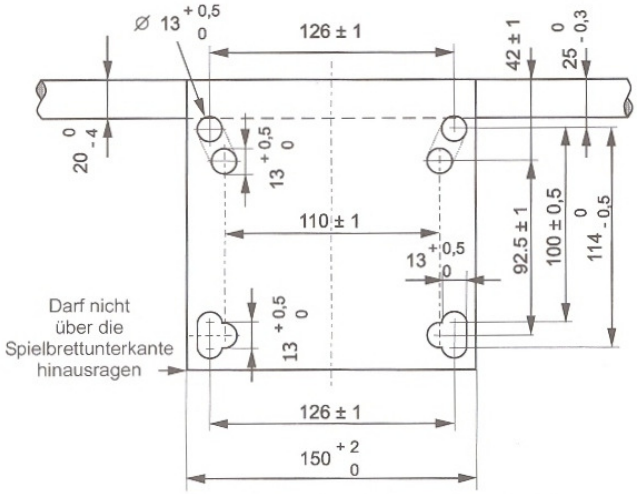

Bild 6 Montageplatte des Rings, Maße für bereits vorhandene Körbe
3.6 Für Strukturen, welche bereits existierende Spielbretter abstützen, wird empfohlen, dass die Montageplatte des Spielbretts konform zu den in Abbildung 6 angegebenen Massen auf dem Gestell des Spielbretts fixiert wird.